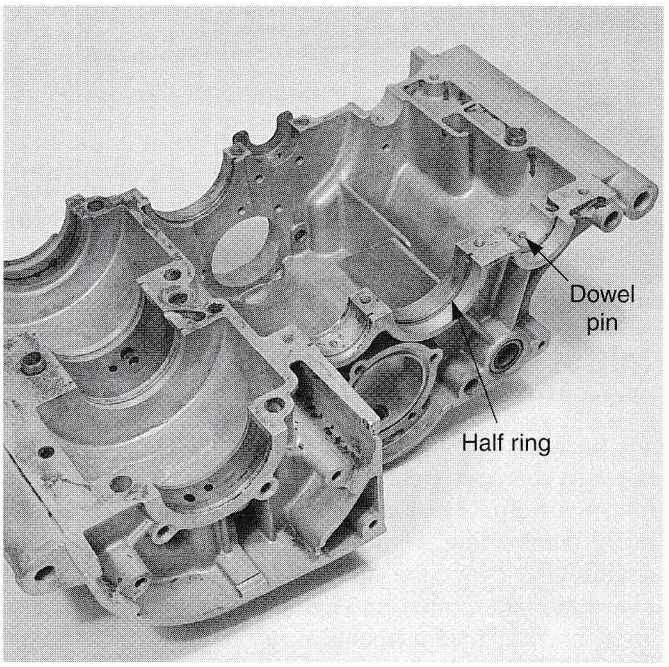

Figure 19-49. Double-check installation of bearing locating half rings, dowel pins, and plates.
5. Install bearing locating half rings, dowel pins, and plates properly, **Figure 19-49.**